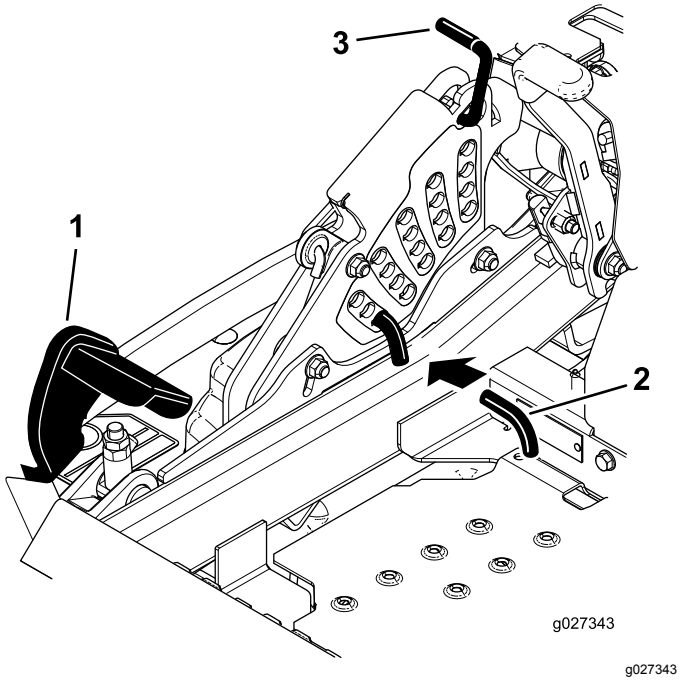

**Figuur 106**
5. Druk het voetpedaal helemaal in en het maaidek wordt vergrendeld in de transportstand van 14 cm (Figuur 106).